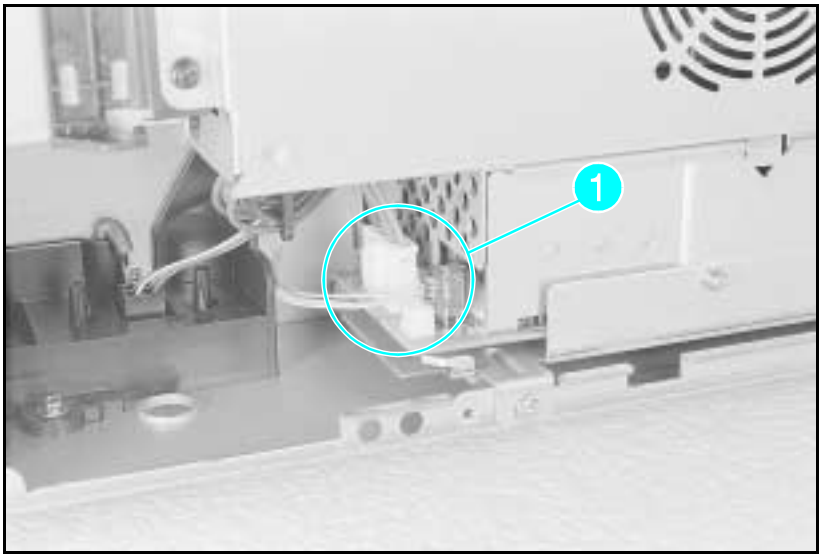

Figure 6-15 **6-wire and 3-wire Connectors for the Power Supply**
6 Remove the (2) connectors (6 wire and 3 wire). (See Figure 6-15, callout *1*.) Squeeze the release tab on the 6-wire connector. Pull the 3-wire connector straight up.